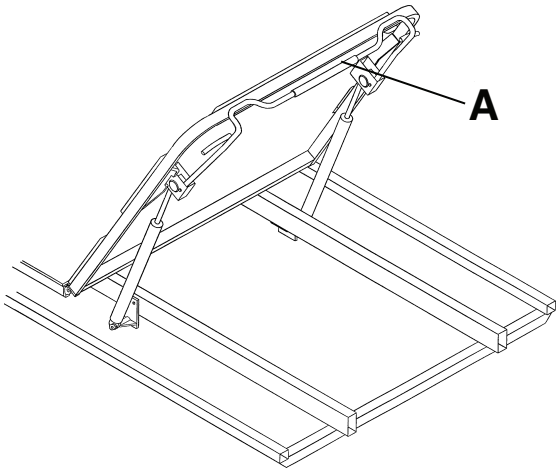

Afbeelding 5 – Pneumatische rugleuning
Om de rugleuning omhoog te zetten, knijpt u de rode vrijzethendel van de rugleuning (A) in en trekt u de rugleuning omhoog naar de gewenste stand (Afbeelding 5).